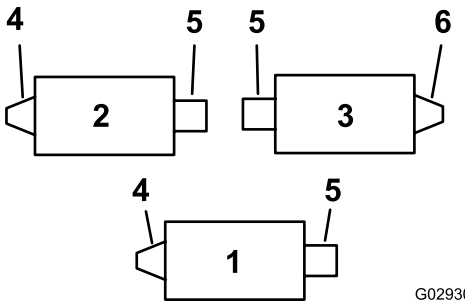
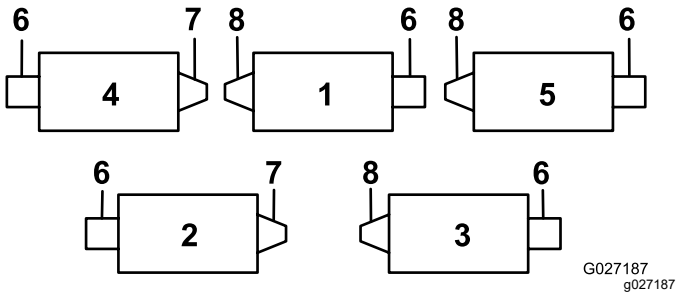
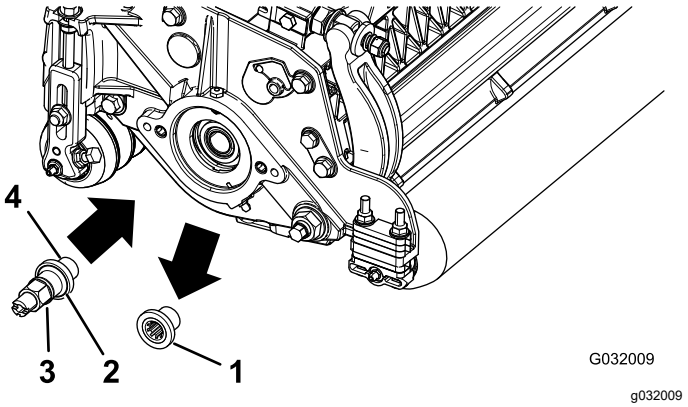
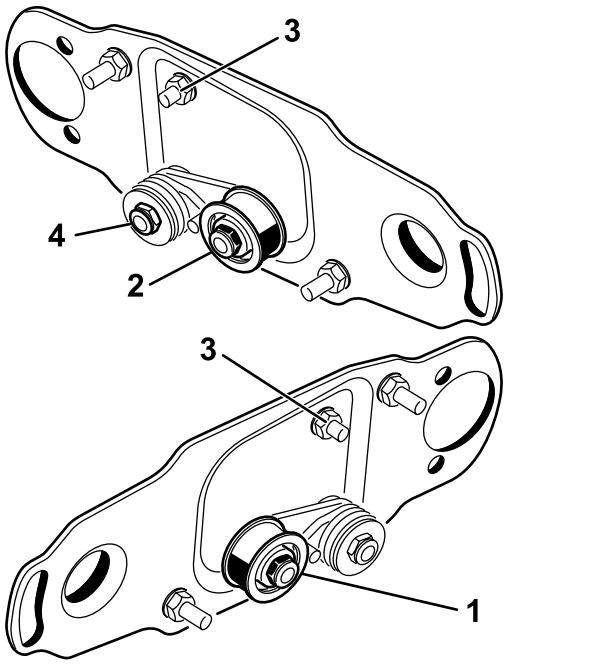

**Рисунок 1**
**Рисунок 2**
**Рисунок 3**
**Рисунок 6**
Используйте Рисунок 1 для определения расположения щеток катков и двигателей барабанов для машины Reelmaster 3100-D и Рисунок 2 для машины Reelmaster 7000-D.
2. Снимите резьбовую вставку режущего блока привода щетки заднего катка (Рисунок 1 и Рисунок 2) и удалите ее в отходы (Рисунок 3).
**Примечание:** Левые вставки установлены на режущих блоках 1 и 2 Reelmaster 3100 (Рисунок 1) и на режущих блоках 1, 3 и 5 Reelmaster 7000 (Рисунок 2).
4. Нанесите стопорящий состав для резьбы на резьбовые поверхности ведущего вала (Рисунок 3) и установите ведущий вал, затянув его с моментом от 115 до 128 Н·м.
**Примечание:** Правые приводы установлены на режущем блоке 3 (Рисунок 1) Reelmaster 3100 и на режущих блоках 2 и 4 (Рисунок 2) Reelmaster 7000.
На правых задних приводах щеток катков (Рисунок 1 и Рисунок 2) переставьте узел натяжного шкива на **правый конец** режущего блока (Рисунок 6) следующим образом:
1. Снимите узел натяжного шкива с левого конца режущего блока и установите его на нижнее отверстие пластины щетки на правом конце режущего блока (Рисунок 6).
2. Отверните каретный болт и гайку и переставьте их на верхнее отверстие, которое ранее было занято узлом натяжного шкива (Рисунок 6).